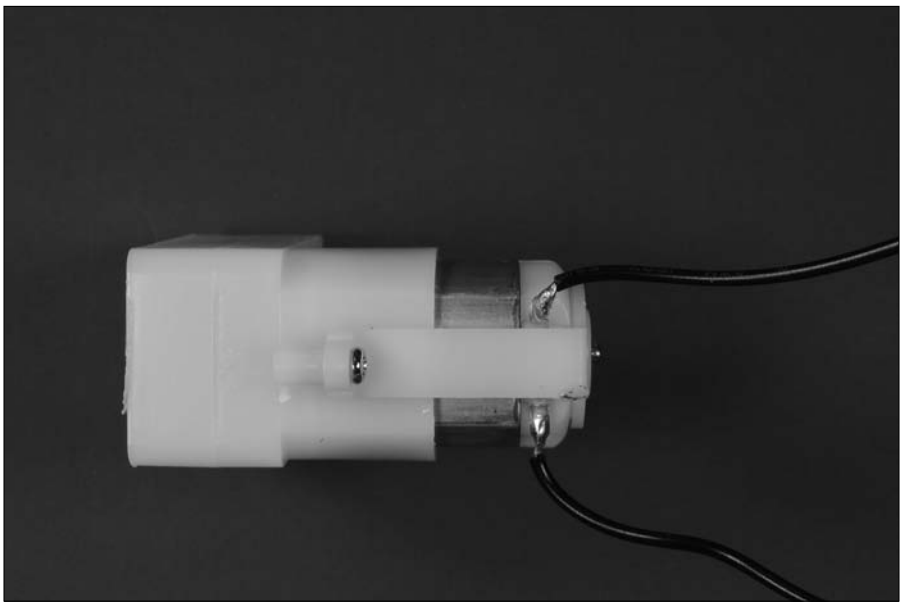

Figure 13-28: Wires soldered to the motor lugs.
1. **Solder 12" stranded wires to the motor lugs, as shown in Figure 13-28.**